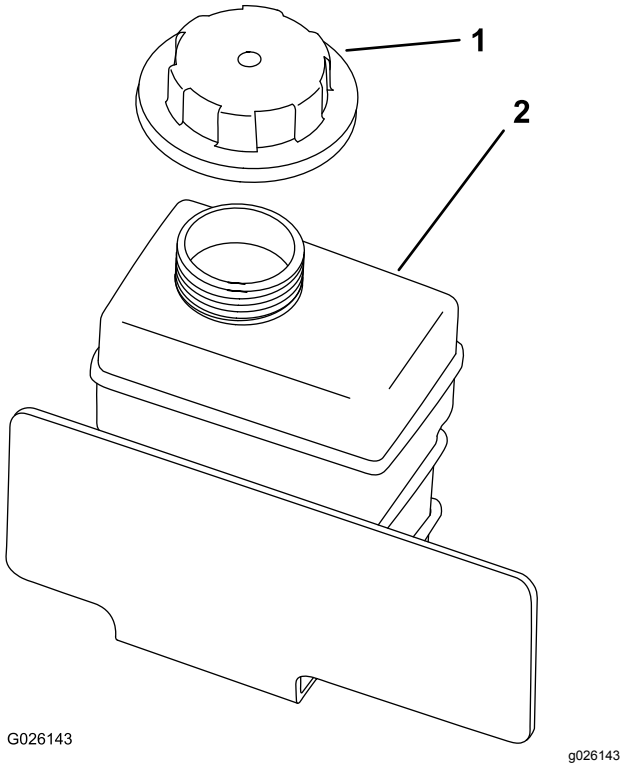

Figur 49
4. Kontrollera kylvätskenivån i reservtanken (Figur 49).